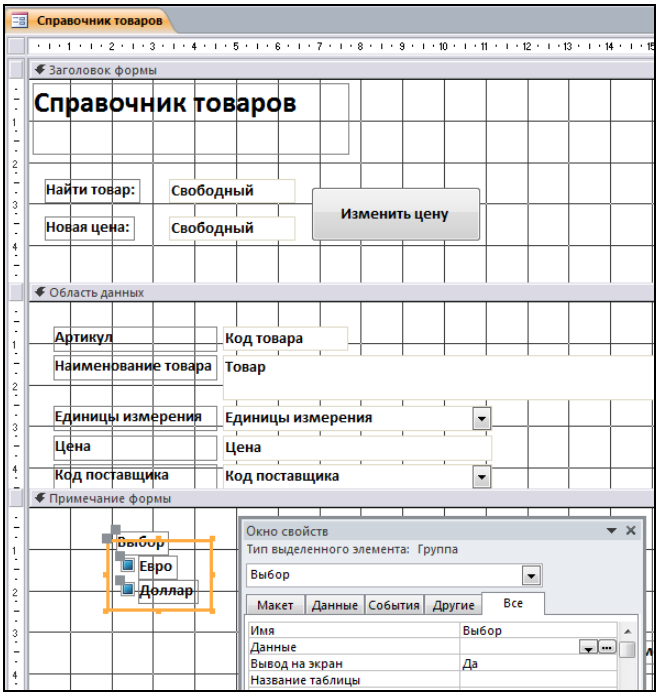

Рис. 3.48. Имя группы
9. Созданная группа переключателей выделяется, на вкладке *Конструктор* в разделе *Сервис* нажимается кнопка *Страница свойств*, на вкладке *Все* в строке имя записывается имя группы *Выбор* (рис. 3.48).